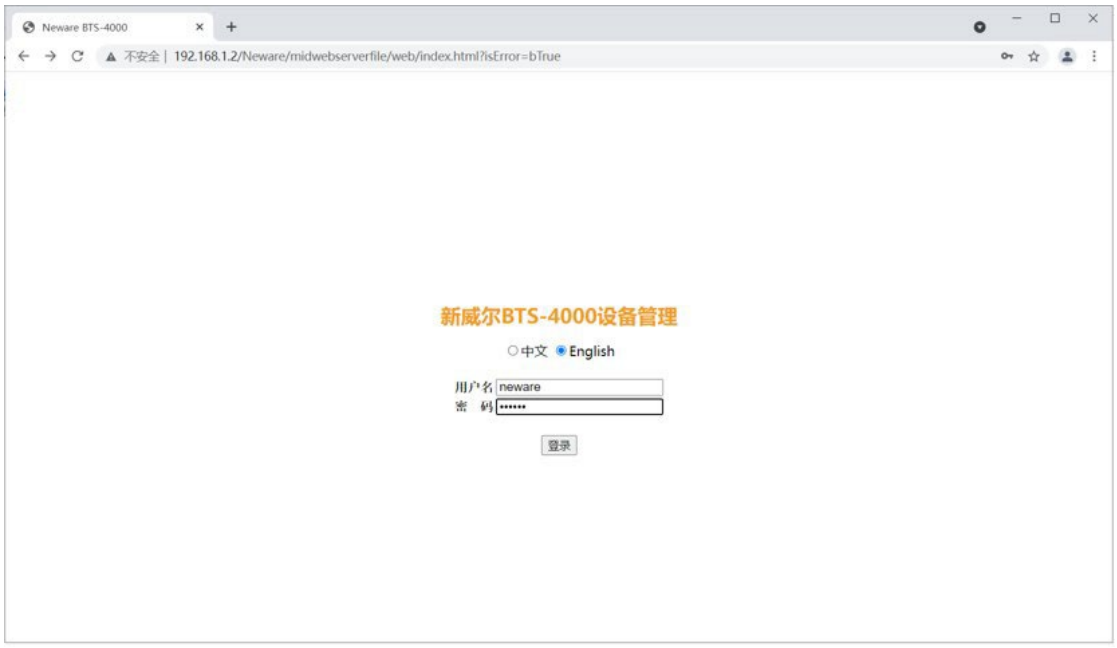

Рисунок 2: Интерфейс входа в систему
a) Введите в браузере IP-адрес блока управления (LP) для входа в систему (Имя пользователя: neware; Пароль: xinwei), см. рисунок 2.